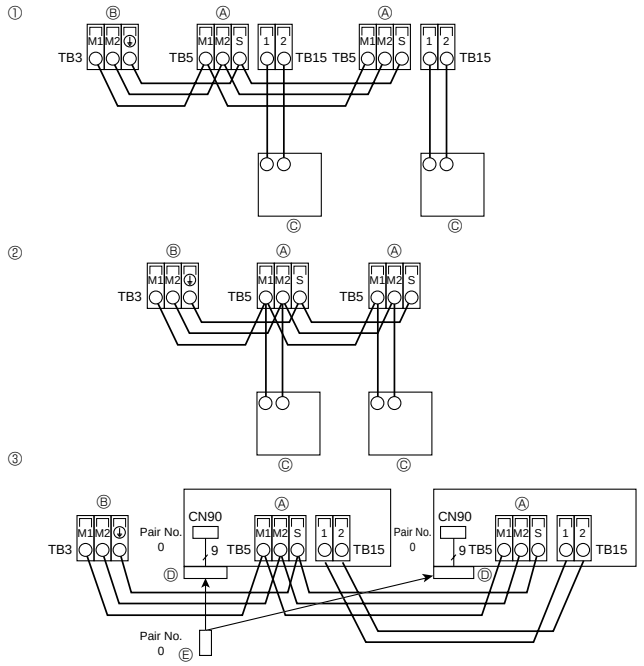

Fig. 4-3
4.4. Подсоединение пульта дистанционного управления, кабелей передачи внутри и снаружи (Fig. 4-3)